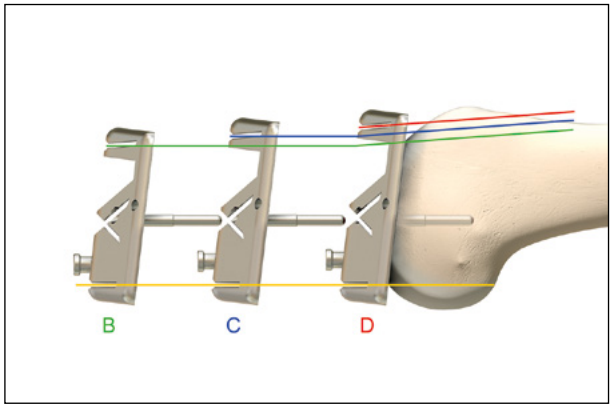

Fig. 18 Rregullimi i masës së femurit duke ndryshuar bllokun e prerjes
*Komponentët balanSys të femurit **kanë një diferencë 3mm në përmasën AP** nga njëra masë në tjetrën. Distanca midis prerjes posteriore dhe fiksimit të kunjave është plotësisht e njëjtë në të gjithë gamën e blloqeve të prerjes, duke e lënë në këtë mënyrë konstante hapësirën e përkuljes midis masave (Fig. 18).*